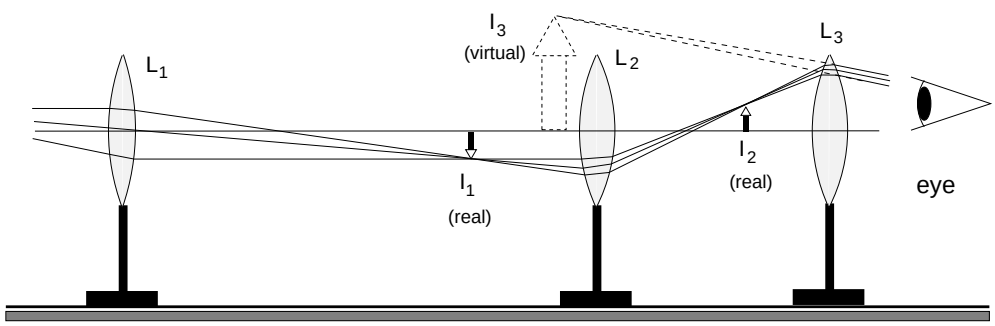

Figure 4: Configuration of a three lens erecting telescope.
A. Measure the focal length, f, of a second strong converging lens and use it as the inverting lens L_3 (Fig. 4) to form an erecting telescope. L_2 must be adjusted to give a real image, I_2. Notice that varying the space between I_1 and the inverting lens L_3 changes the magnification. If you are using the web-based lab manual and desire a demonstration, click on the Erecting Telescope Demo button immediately below. In this simulation your are now able to readjust both the positions and focal lengths!